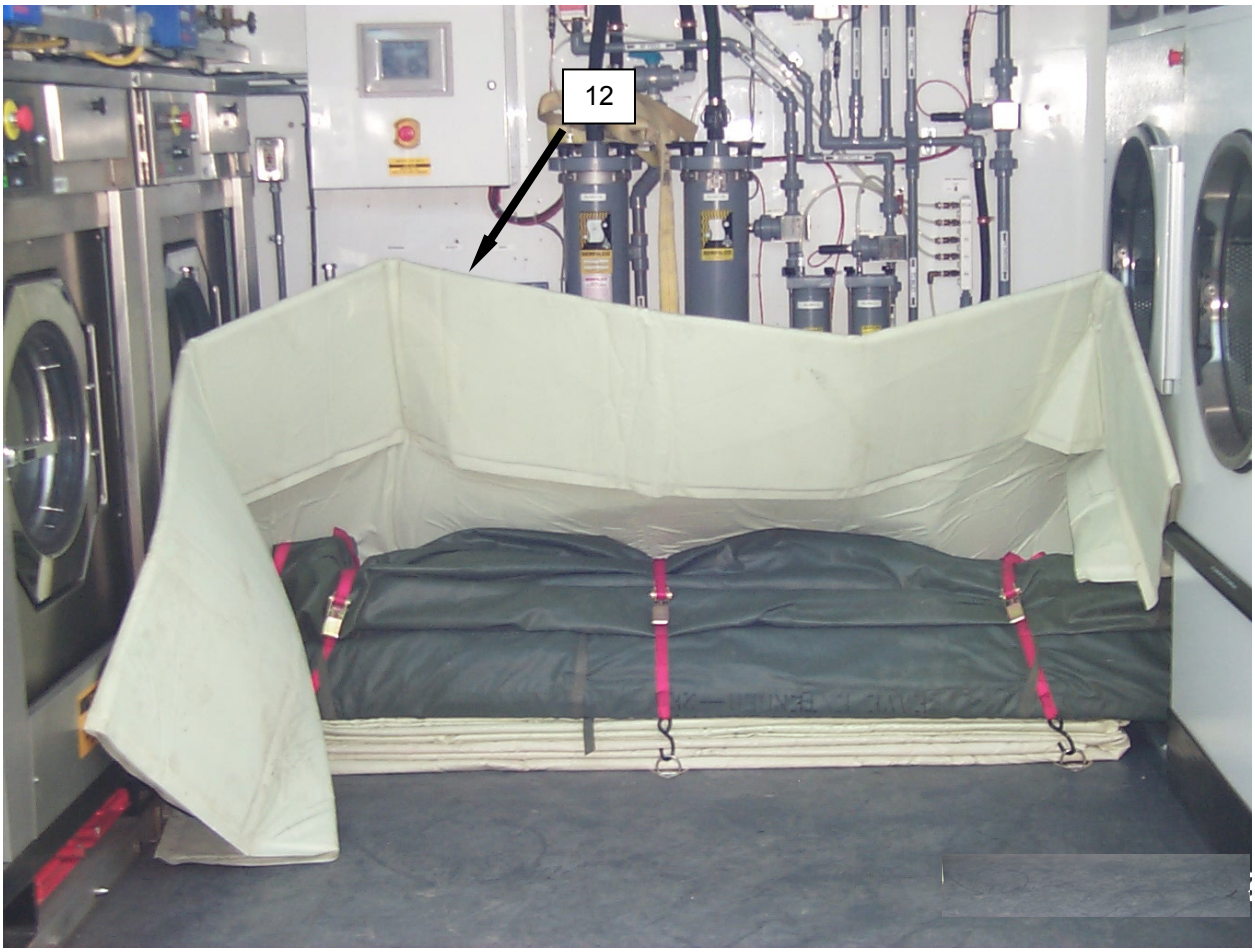

Figure 10. Placing the Vestibule Floor Linings.
15. Place the vestibule floor linings **(Figure 10, Item 12)** as shown to provide protection to the washers and dryers.